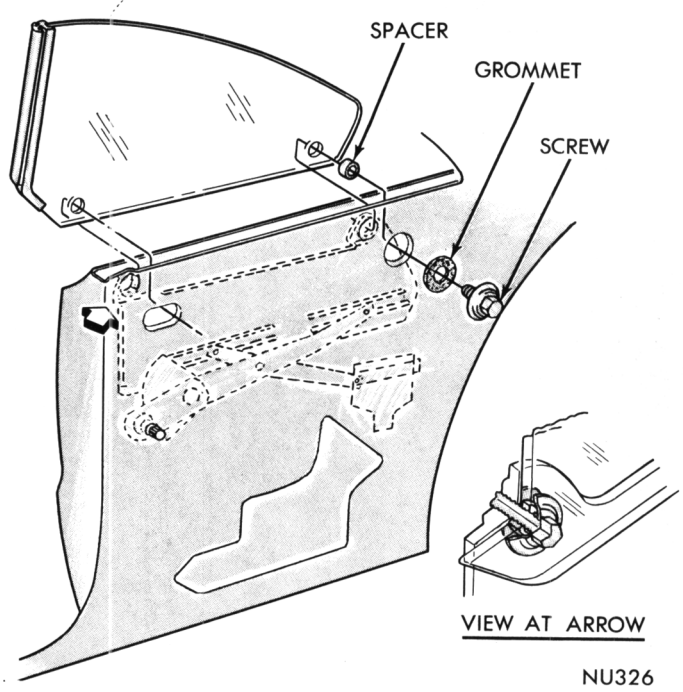

Fig. 61—Glass Replacement
(1) Align glass lower frame to glass attaching screws with access holes in quarter inner panel (Fig. 61).
(2) Support glass, remove lower frame to glass attaching screws and remove glass assembly from panel.
(3) Remove spacers from openings in glass.